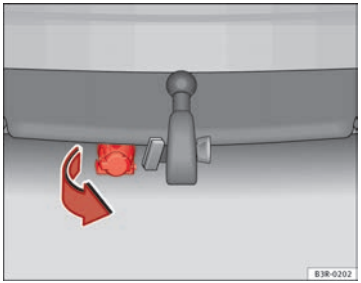

Fig. 169 Rear bumper: Pulling down the power socket
– To plug in the electrical connection for the trailer, pull down the socket below the bumper ⇒ fig. 169.